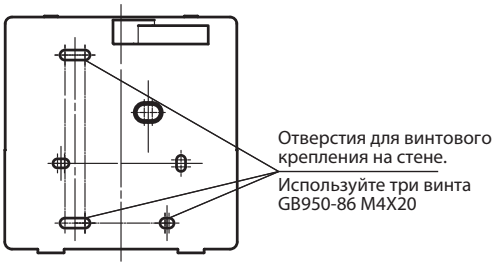

Рис. 3-6
- Используйте три винта GB950-86 M4X20 для установки задней крышки на стену (рис. 3-6).